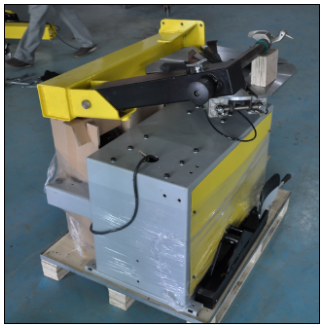

Fig. 6
1. Positionner le bâti selon la figure 6. Retirer vis, rondelles élastiques et rondelles plates de fixation.